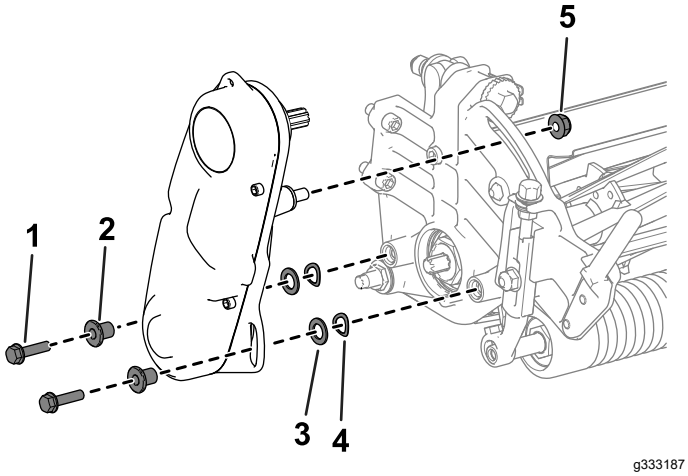

Rysunek 3
A. Odkręć elementy mocujące zespół napędu wrzeciona do płyty bocznej (Rysunek 3).
B. Zdemontuj zespół napędu wrzeciona, podkładki płaskie, podkładki sprężyste i elementy dystansowe z płyty bocznej (Rysunek 3).